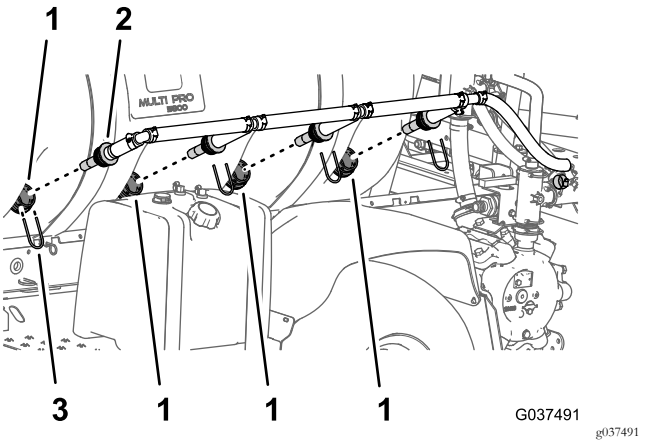

Figuur 33
3. Verwijder aan de zijkant van de tank de 4 borgclips waarmee de mengspuitdoppen bevestigd zijn aan de tussenschotfitting in de wand van de tank (Figuur 33).
5. Verwijder de spuitdoppen en de hieraan bevestigde slangen van de machine (Figuur 33).